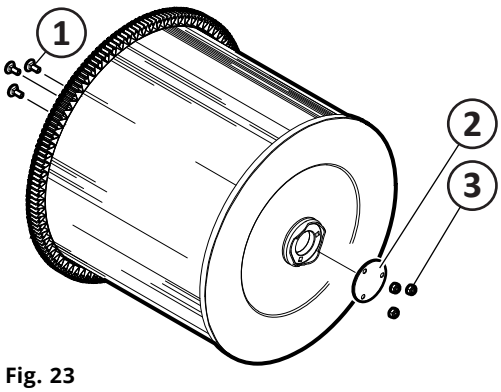
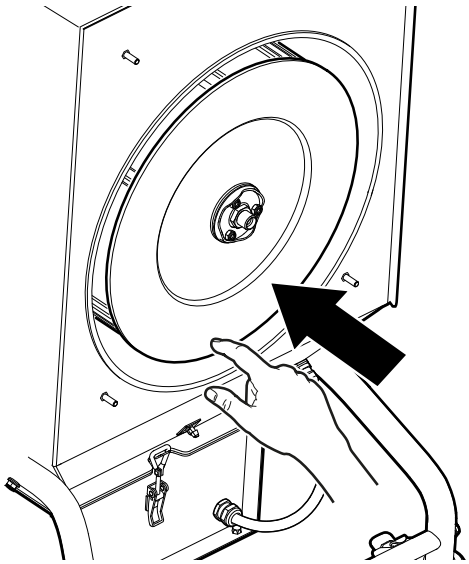

Fig. 23
Fig. 24
1. Montiere die Bolzen (1, **Fig. 23**) innerhalb der Filterpatrone.
2. Montiere die Abdeckplatte (2) und ziehe die Stoppmuttern (3) fest.
3. Führe die neue Filterpatrone vorsichtig horizontal ein bis der Zahnkranz am Ende der Bürte auf das Antriebsritzel sackt (**Fig. 24**).
4. Führe die neue Filterpatrone vorsichtig horizontal ein bis der Zahnkranz am Ende der Bürte auf das Antriebsritzel sackt (**Fig. 24**).